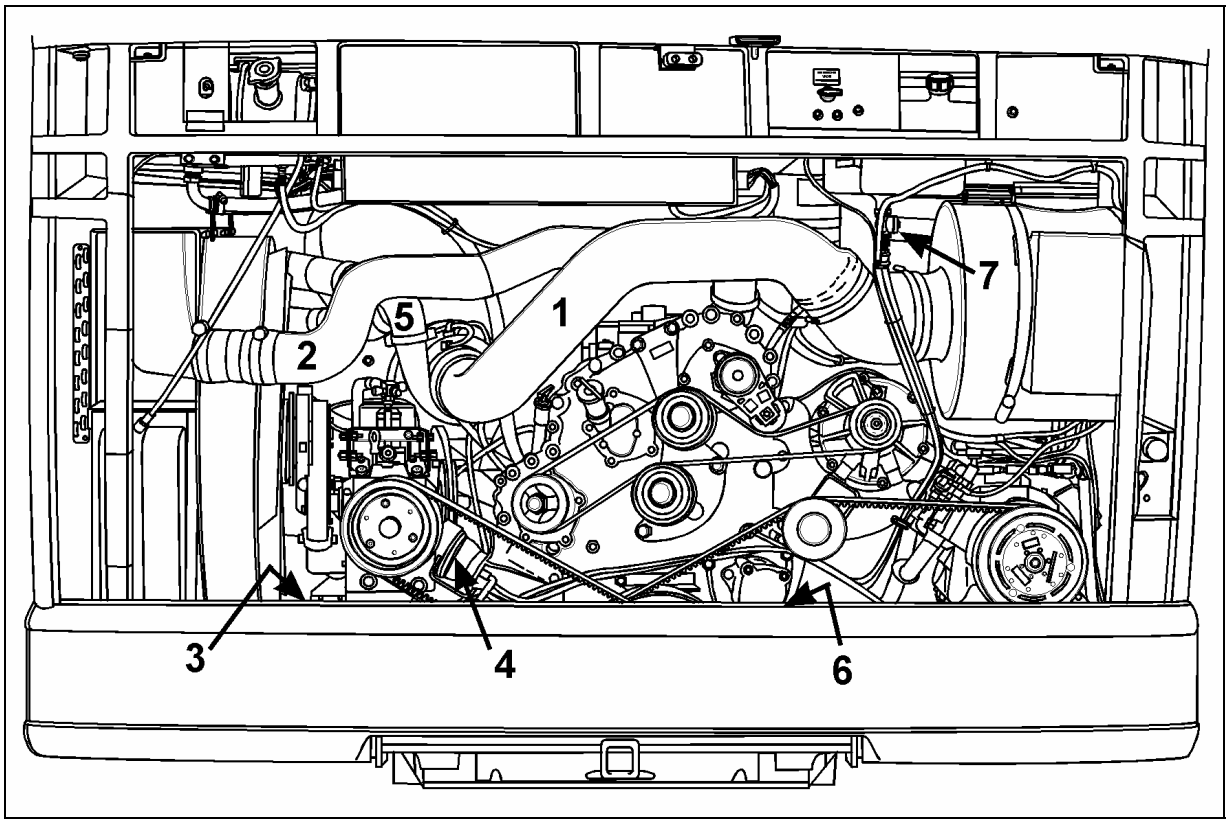

FIGURE 16: ENGINE COMPARTMENT 01071
6. Disconnect and remove the engine-air intake duct mounted between air cleaner housing and turbocharger inlet (1, Fig. 16).
7. Disconnect and remove the air intake duct mounted between the air cooler outlet and the engine intake (2, Fig. 16).
8. Disconnect and remove section of coolant pipe assembly mounted between the radiator outlet and the water pump inlet (3, Fig. 16).
11. Dismantle the air bellows from the upper bracket of the fan-drive assembly tensioner. Remove the upper bracket (4, Fig. 16).
13. Disconnect and remove the air intake duct mounted between the turbocharger outlet and the air cooler inlet (5, Fig. 16).
20. Disconnect the oil delivery hose from the valve located at the reserve tank drain (7, Fig. 16).
21. Disconnect the power steering pump supply and discharge hoses. Cap hose openings immediately to limit fluid loss. Remove retaining clips from cradle (6, Fig. 16).